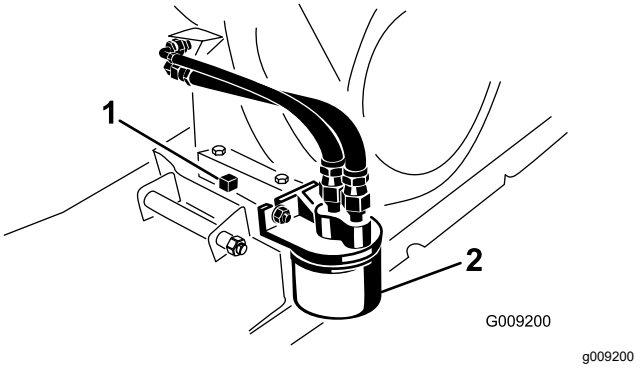

**Figur 33**
6. Anbring en dræningsbakke under aftapningsproppen (Figur 33).
7. Fjern aftapningsproppen og pakningen (Figur 33).
2. Fjern det eksisterende oliefilter (Figur 33).
4. Skru det nye filter på filteradapteren, indtil pakningen berører monteringspladen. Spænd derefter filteret yderligere ½ til ¾ omgang (Figur 33).